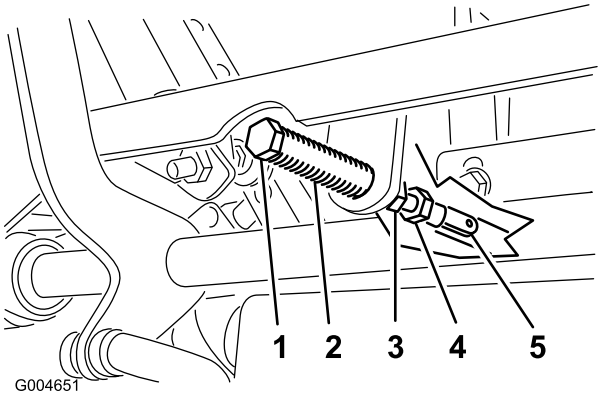

Rysunek 53
5. Pociągnij dźwignię do tyłu, aż sworzeń z łbem płaskim i otworem na zawleczkę (na ramieniu nad osią przegubu wału) zetknie się z końcem szczeliny (będzie lekko naciskać na sprężynę), jak pokazano na Rysunek 53.
7. Jeśli konieczna jest regulacja, odkręć nakrętkę i przeciwnakrętkę jarzma (Rysunek 53).
8. Lekko naciśnij dźwignię sterowania jazdą do tyłu, obracaj śrubę regulacyjną w odpowiednim kierunku, aż dźwignia sterująca będzie wyśrodkowana w położeniu NEUTRALNYM ZABLOKOWANYM (Rysunek 53).
9. Dokręć nakrętkę i przeciwnakrętkę (Rysunek 53).
10. Dokręć przeciwnakrętki na przegubach kulowych (Rysunek 53).